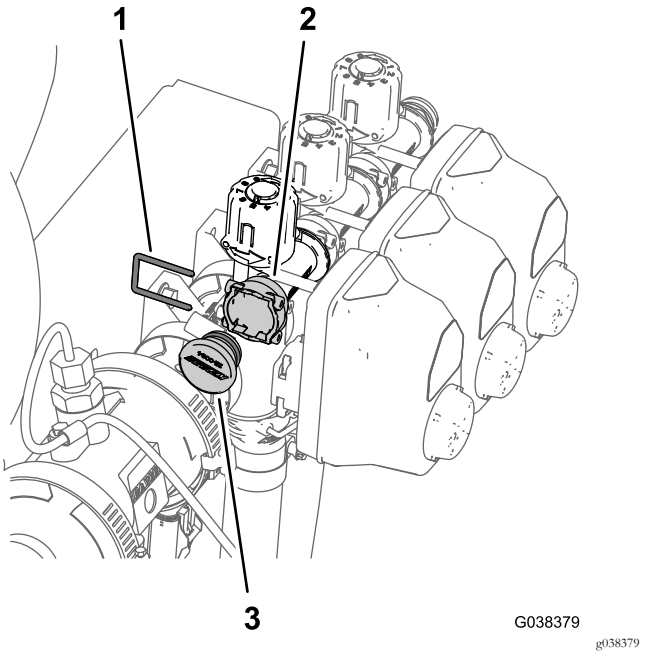

Figura 83
1. Retire o retentor que prende a tampa à união de ligação rápida com tomada do coletor de distribuição (Figura 83).
2. Retire a tampa do lado da união de ligação rápida com tomada (Figura 83).